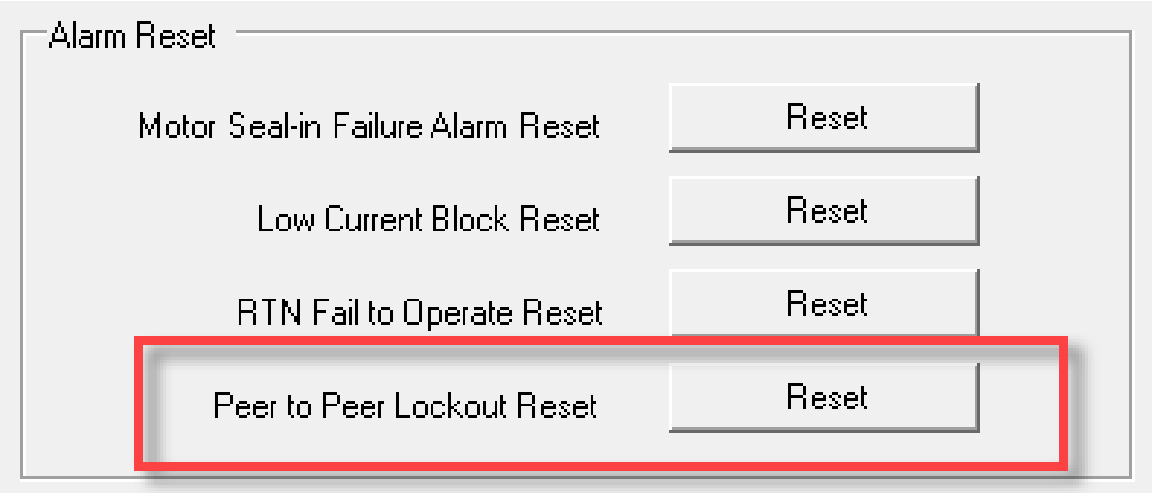

Figure 21 Peer to Peer Lockout Reset from Alarms Screen
3. Select "Peer to Peer Lockout Reset" (Figure 21). TapTalk will display the "Command successfully sent to control" confirmation screen.